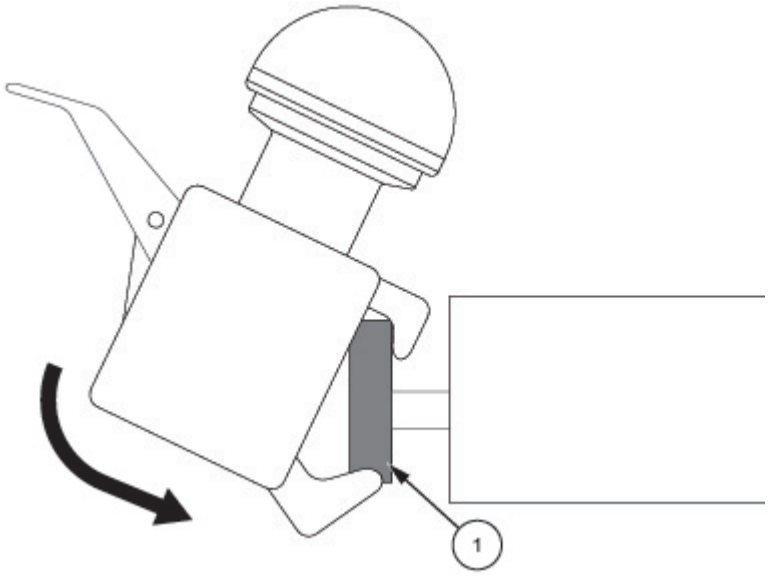

Figure 7-6. Install Joystick
2. Place the joystick on the surgical table rail (1). See *Figure 7-6*.